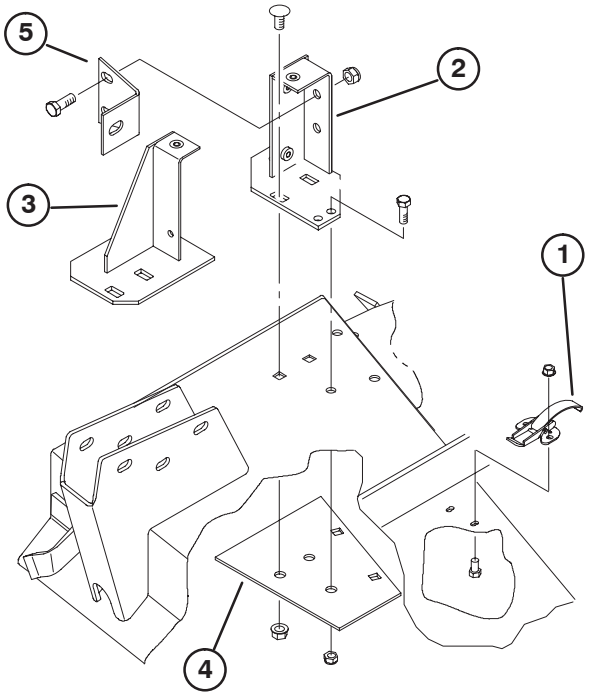

Figure 9
1. Remove fasteners securing right hand deck cover spring latch to right side of cutting deck (Fig. 9). Remove and retain latch for future use with right hand cover.
2. Position blower and mounting brackets on deck, aligning mounting holes with holes previously used for mounting grass deflector. Figure 9 is shown with blower removed from brackets. Make sure there is no gap between blower and cutting deck.
3. Position new reinforcement plate under deck aligning mounting holes with holes previously used for mounting grass deflector (Fig. 9).
4. Mount front and rear brackets and reinforcement plate to deck with (2) previously removed 3/8 –16 x 7/8" lg. carriage bolts and flange nuts each (Fig. 9). Bolt heads must be on top of deck.
5. Remove (2) knobs securing blower to mounting brackets. Remove blower.
6. Using each bracket as a template, mark location and drill (2) additional 11/32” dia. holes. (2 holes for rear bracket and 1 for front bracket. Use reinforcement plate for a template to drill (1) 11/32” dia. hole for rear bracket.
7. Secure brackets and reinforcement plate to deck with 5/16 –18 x 3/4” lg. capscrews and locknuts (Fig. 9). Capscrew heads must be on top of deck.
8. Mount blower brace to rear mounting bracket with (2) 3/8 –16 x 1” lg. capscrews and locknuts (Fig. 9). and to castor arm with a 3/8 –16 x 1” lg. capscrew.